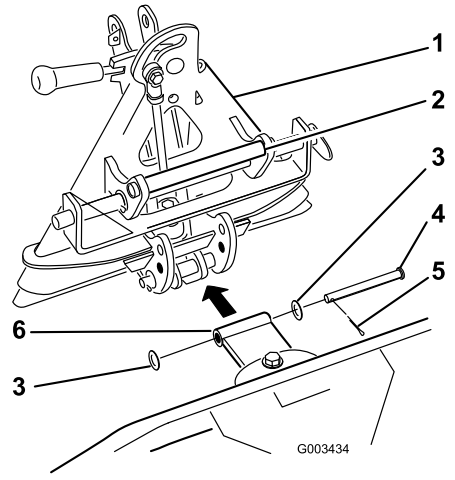

Bild 14
3. Schließen Sie die gerade Schwenkhalterung mit einem Lastösenbolzen (1/2 x 4-1/2 Zoll), 2 Scheiben (0,531 x 1,063) und einem Splint am Adapter an, siehe Bild 14.
Sie sollten das Anbaugerät immer mit dem Griff hinten am Anbaugerätadapter anheben und bewegen (Bild 14).